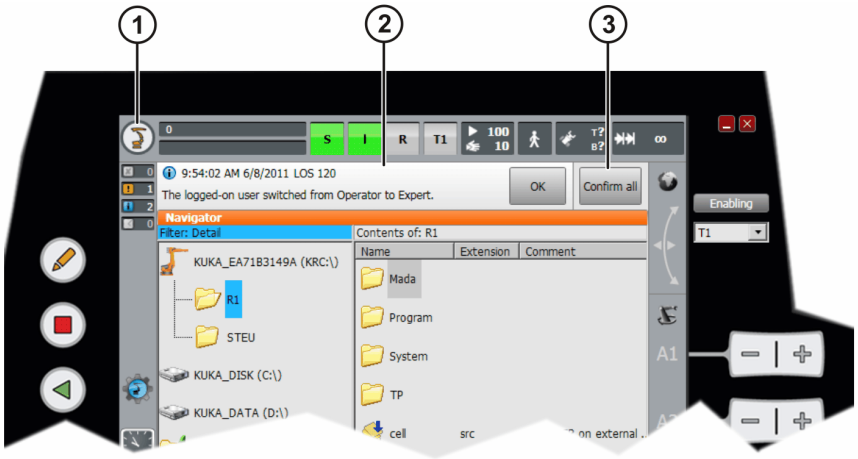

Fig. 5-3: Message window
6. Confirm in the message window all messages that can be acknowledged by clicking on the **Confirm all** button. (>>> *Fig. 5-3*)